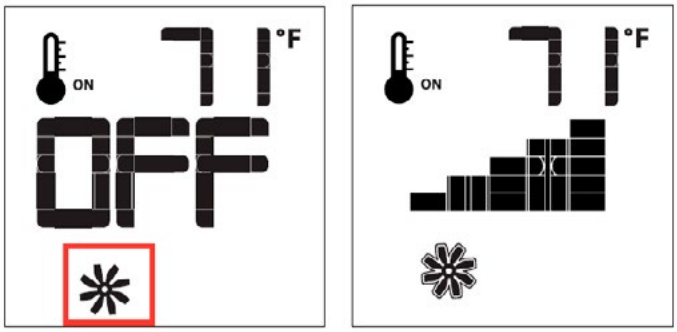

Figure 27.m *Fan Speed Control*
Le foyer est muni de ventilateurs facultatifs pour la circulation de l'air chaud. La vitesse des ventilateurs peut être contrôlée par le système Proflame. Cette vitesse peut être ajustée à six (6) niveaux. Pour activer cette fonction, utilisez la touche pour les modes (voir la figure 27) pour basculer vers l'icône de contrôle des ventilateurs (voir la figure 27m). Utilisez la flèche vers le haut ou vers le bas pour mettre en marche, arrêter ou régler la vitesse des ventilateurs. Un bip confirmera la réception de cette commande.